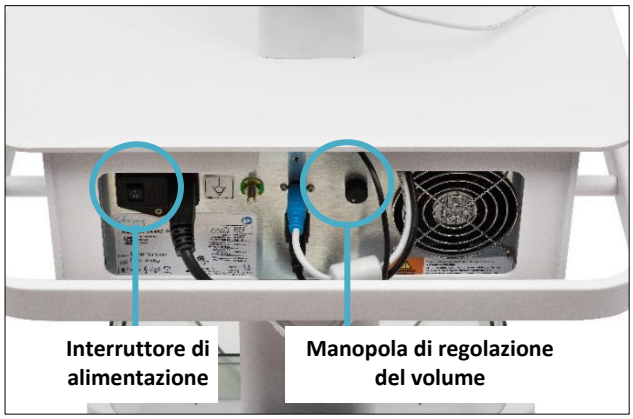

Figura 3-4. Pannello posteriore del generatore RF che mostra l'interruttore di alimentazione e la manopola di regolazione del volume
Accendere il generatore RF usando l'interruttore di alimentazione sul pannello posteriore (vedere la Figura 3-4).
- Regolare il volume se necessario mediante l'apposita manopola (vedere la Figura 3-4).